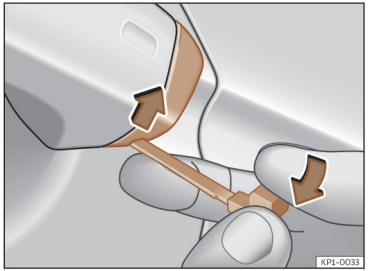

Abb. 78 Fahrertürgriff: Abdeckkappe abhebeln.
- Den Schlüsselbart am Fahrertürgriff in die untere Öffnung der Abdeckkappe stecken und in Pfeilrichtung hebeln ››› **(Abb. 78)**.